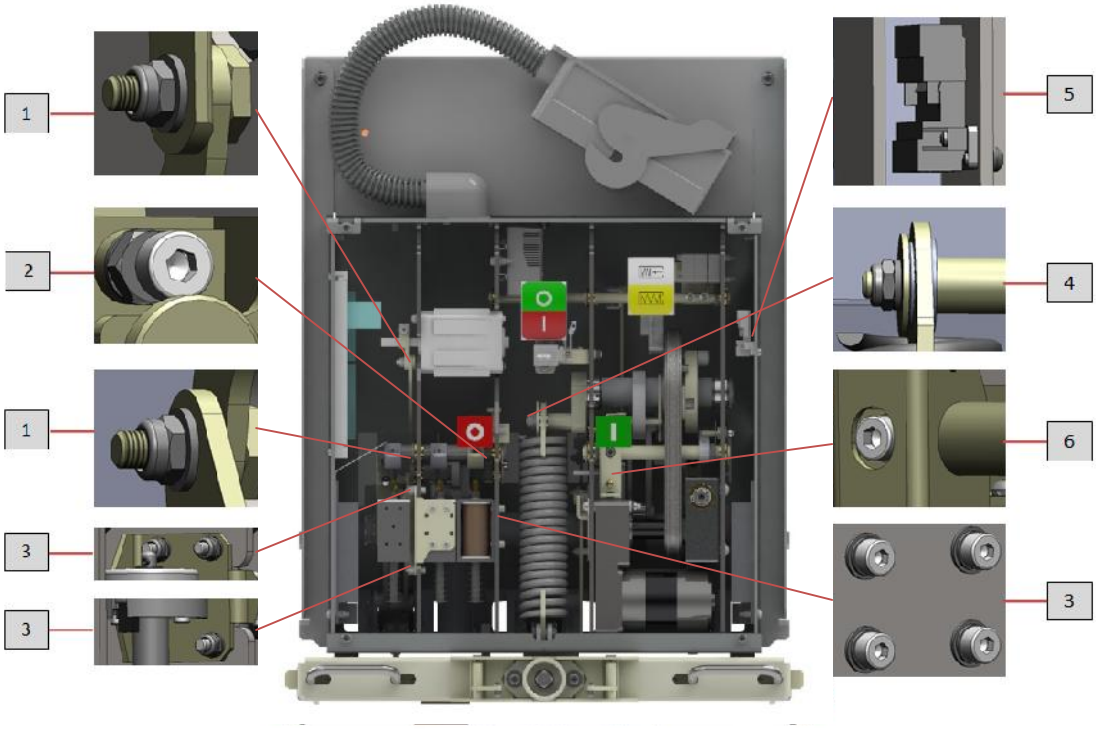

Рис. 18 Места подтяжки крепежа в приводе выключателя:
– проверку затяжки винтов и гаек, при необходимости – подтяжку согласно рис. 18 и табл. 13;